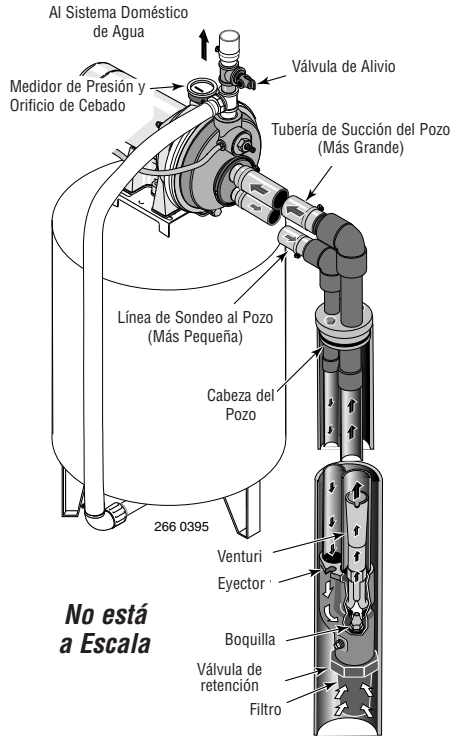

Figura 10: Pozos Profundos de 4" y Más Grandes
POZO DE 4" Ó MAS (Figura 10)
2. Instale el kit de eyector FP4800 y 29660 (se vende por separado). Vea la Figura 10. Siga las instrucciones que vienen incluidas en el kit para ajustar la boquilla y el venturi a las condiciones de su pozo.